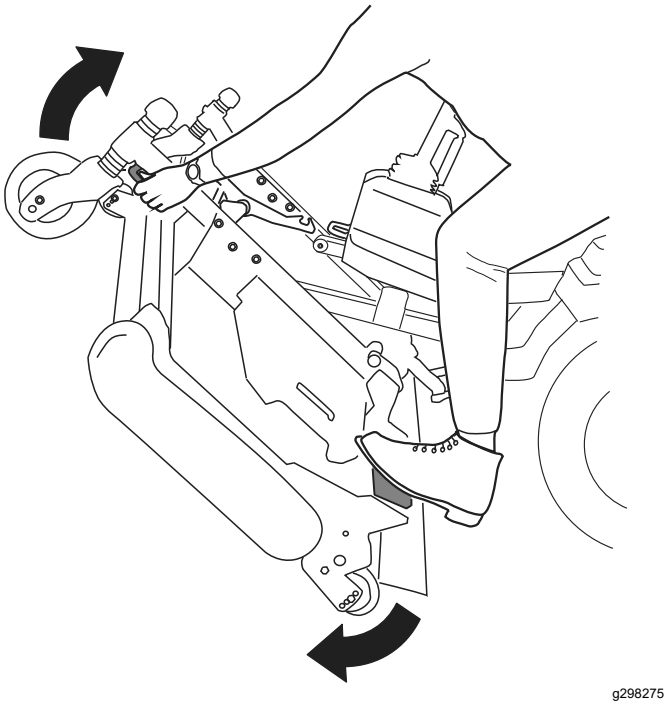
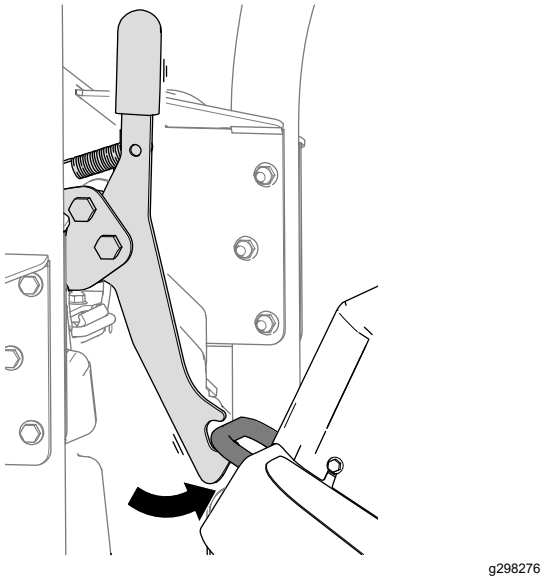
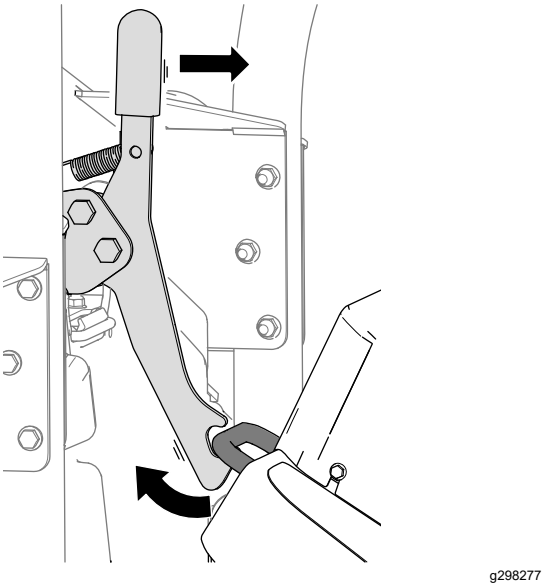

Figur 37
Figur 38
Figur 39
5. Vrid klippenheten (Figur 37) så att spärren kopplas ihop med låsfästet (Figur 38).
1. Lossa på klippenhetens spärr från låsfästet (Figur 39) genom att vrida klippenheten något framåt (se Figur 37) och dra spärrhandtaget framåt.